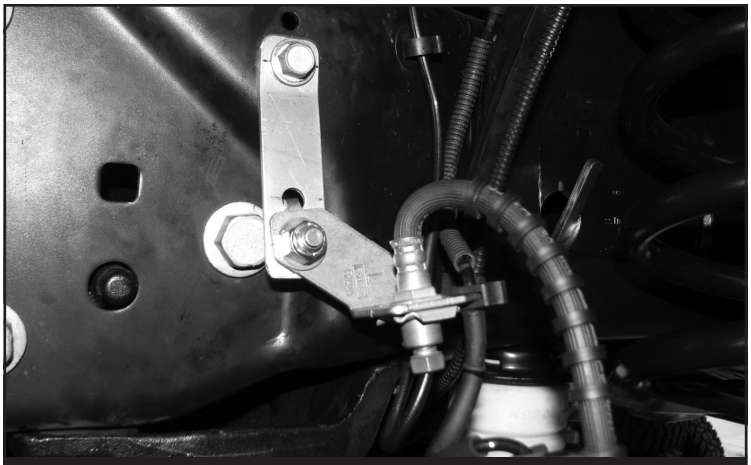

FIGURE 18 - STEP 24
24. **(DRIVER SIDE)** Install FT30659 (Brake line bracket) to the factory brake line tab using the supplied 3/8” x 1” hardware. Next, install the bracket to the frame using the factory hardware. Torque hardware to 52 ft-lbs. **SEE FIGURE 18**